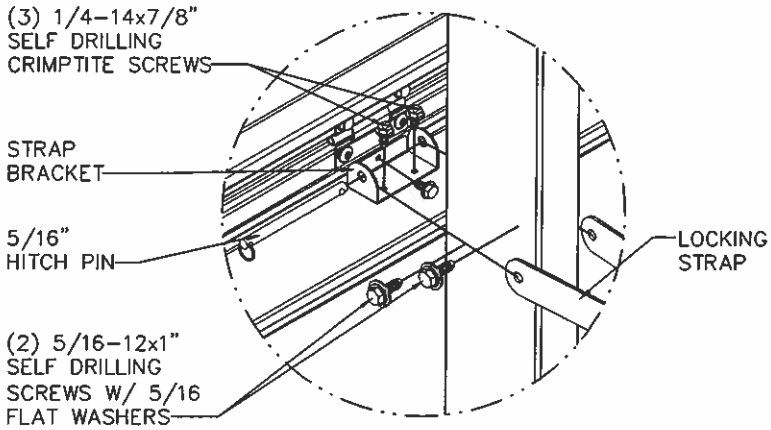

FIGURE 4
ATTACH THE STRAP BRACKETS TO THE TOP SIDE OF THE U-BARS WITH (3) 1/4-14x7/8" SELF DRILLING CRIMPTITE SCREWS EACH (1) THROUGH THE HOLE IN THE STRAP BRACKET AND THE HOLE IN THE U-BAR AND HINGE AND (2) VERTICALLY INTO THE U-BAR AS SHOWN IN FIGURE 4. EXCEPTION: THE STRAP BRACKET LOCATED ON THE VERY TOP U-BAR MUST BE MOUNTED ON THE UNDERSIDE OF THE STRUT. LAY THE LOCKING STRAPS SIDE BY SIDE AND LOCATE THE SHORT STRAP. BEGINNING WITH THE SHORT STRAP AT THE TOP STRAP BRACKET, PLACE THE STRAP OVER THE POST AS SHOWN IN FIGURE 4. ALIGN THE HOLES IN THE ENDS OF THE STRAP WITH THE HOLES IN THE STRAP BRACKET AND INSERT A 5/16" HITCH PIN AS SHOWN. RAISE THE BACK OF THE STRAP UNTIL THE STRAP IS PERPENDICULAR TO THE POST. CONNECT THE STRAP TO THE POST WITH (1) 5/16-12x1" SELF DRILLING SCREW AND FLAT WASHER 1/4" ABOVE THE STRAP ON THE GARAGE SIDE OF THE POST AND (1) 5/16-12x1" SELF DRILLING SCREW AND FLAT WASHER 1/4" BELOW THE STRAP ON THE DOOR SIDE OF THE POST AS SHOWN. DO NOT TIGHTEN THE SCREWS AGAINST THE STRAP. REPEAT FOR THE REMAINING STRAPS.